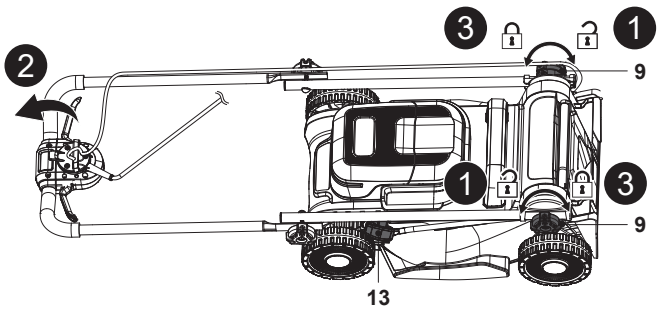

Fig. 20
- Scoate colectorul de iarbă (8) / accesoriul de mărunțire (24).
- Pune maneta pentru reglarea înălțimii de tăiere (13) în poziția cea mai joasă.
- Slăbește cele două butoane de blocare (9) fără a le scoate, apoi pliază complet ansamblul mânerului (fig. 20, pașii 1 și 2).
- Înainte de depozitarea verticală, fixează conexiunile rotind cele două butoane de blocare (9) pentru a evita extinderea (fig. 20, pasul 3).